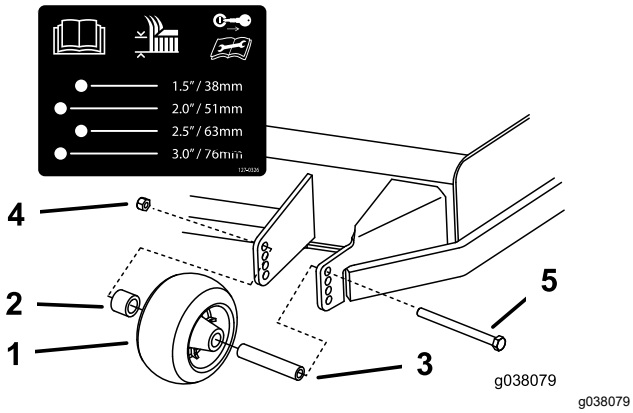

Figure 32
3. Réglez les galets anti-scalp comme montré à la Figure 32.